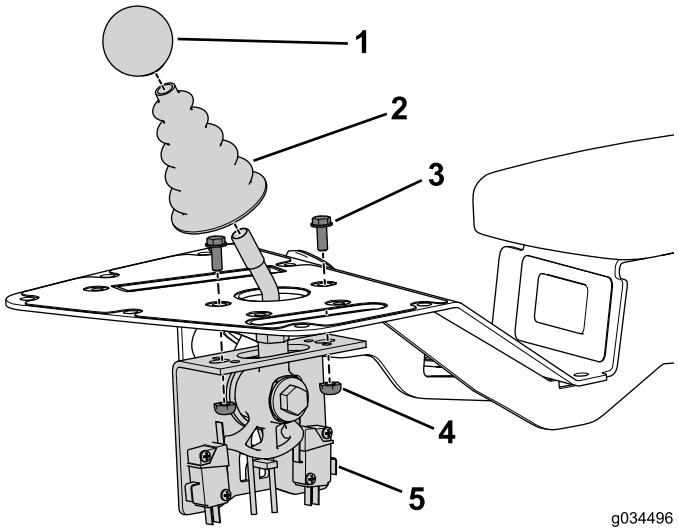

图4
1. 拆下并保留从剪草控制装置轴上卸下的旋钮（图4）。
2. 拆下并保留从剪草控制装置轴上卸下的防尘罩（图4）。
3. 卸下并保留将剪草控制装置总成固定至控制台总成的 2 个螺栓和锁紧螺母（图4） 。